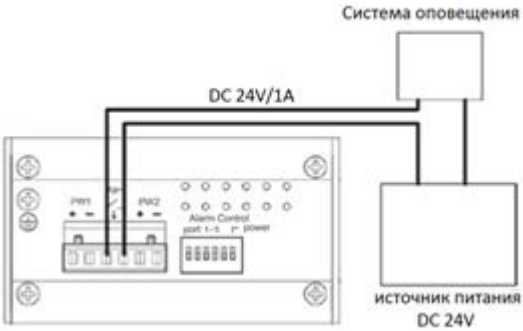

Рис.9 Схема подключения системы оповещения.
Коммутатор SF-G1041/I имеет релейный выход типа сухой контакт (NO) для включения системы оповещения при отключении одного из источников питания или разрыве Ethernet-соединения. Релейный выход поддерживает управление исполнительными устройствами (сирена, светодиодное табло и т.д.) с потребляемой мощностью не более 24 Вт. Если релейный выход подключен к источнику питания с напряжение 24 В, то выходной ток будет составлять не более 1 А (Рис.9).